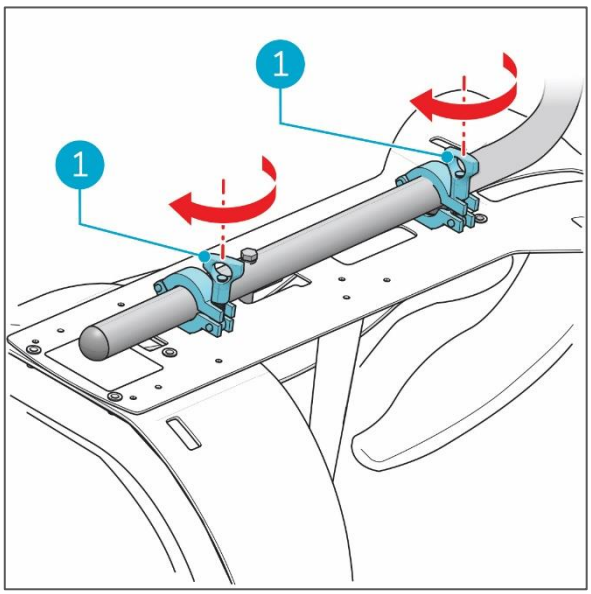

Abbildung 17
5. Schließen Sie die Montageklemmen (Abbildung 17, Pos. 1) und ziehen Sie die Befestigungselemente fest.